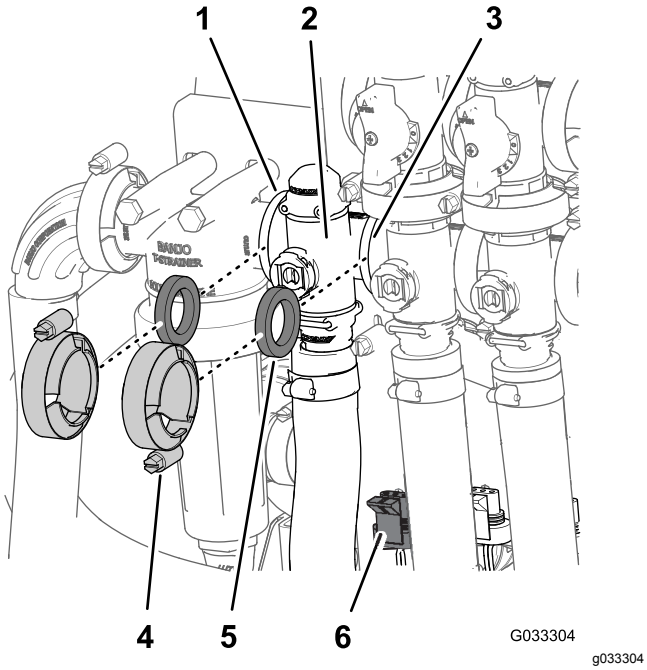

**Rysunek 62**
1. Zdejmij obejmy i uszczelki mocujące rozgałęźnik do zaworu regulacji dawki (Rysunek 62).